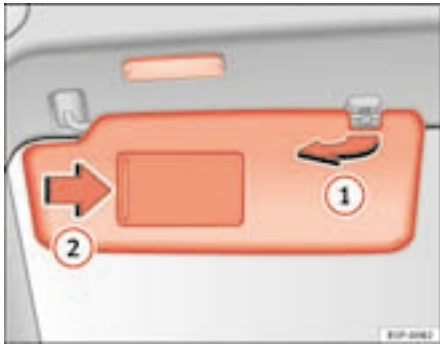

Fig. 80 Sun visor on the driver side
The sun visors for the driver and the front passenger can be pulled out of their mountings in the centre of the vehicle and turned towards the doors ⇒ fig. 80 (1).